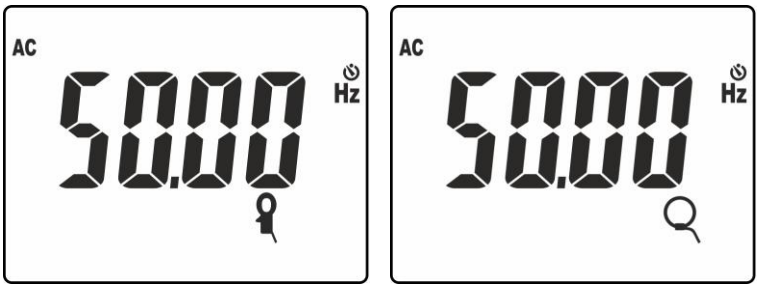

Fig. 38: Resultado da medição da frequência com pinça standard e flexível
9. Premir o botão **MODE/MXMNPK** para visualizar o valor da frequência da corrente CA com resolução elevada (ver Fig. 38)